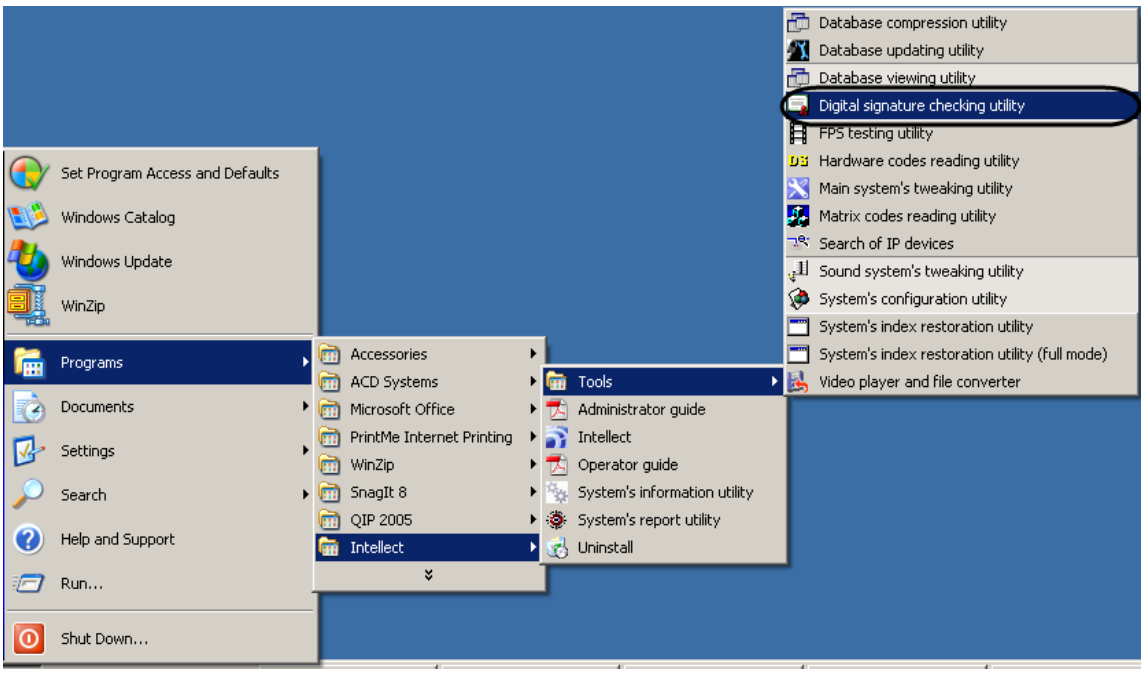

Figure 12.6-1. Starting the utility from the Windows taskbar
1. Start the utility from the Windows taskbar. Click Start, then Programs, then Intellect, then Tools, then Check of the Digital Signature (Figure 12.6-1).